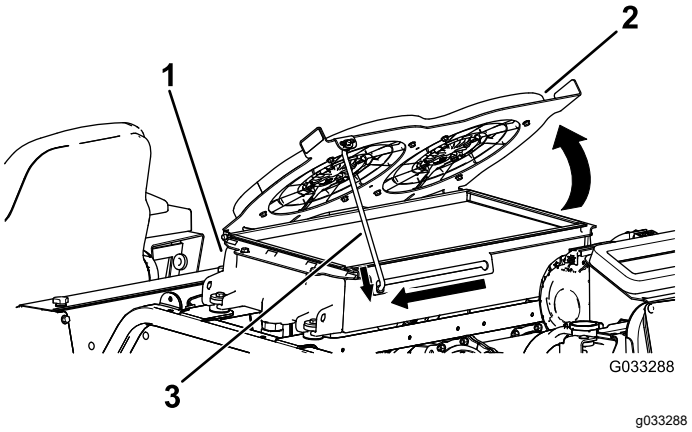

Figura 121
2. Gire hacia arriba los ventiladores de refrigeración del sistema hidráulico, y enganche la varilla de sujeción en la muesca (Figura 121).